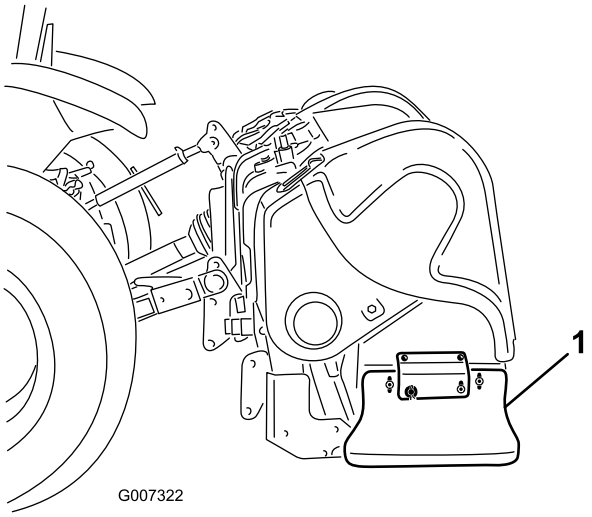

Figur 35
1. Løsn de bolte og møtrikker, der fastgør sideskærmen til stellet (Figur 35).